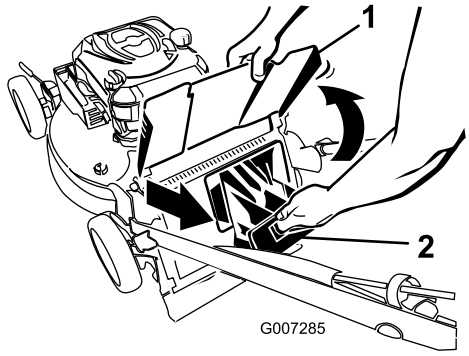

Figur 32
1. Hev og hold oppe utslippsavlederen (Figur 32).
2. Trekk ut bakre utslippsplugg (Figur 32).